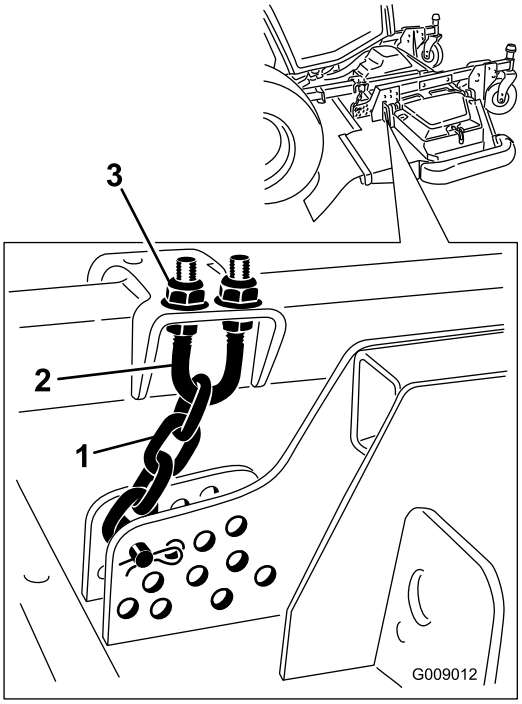

Figur 140
5. Løsn kontramøtrikkerne oven på eller under klippehøjdekædens bøjleskrue (Figur 140).